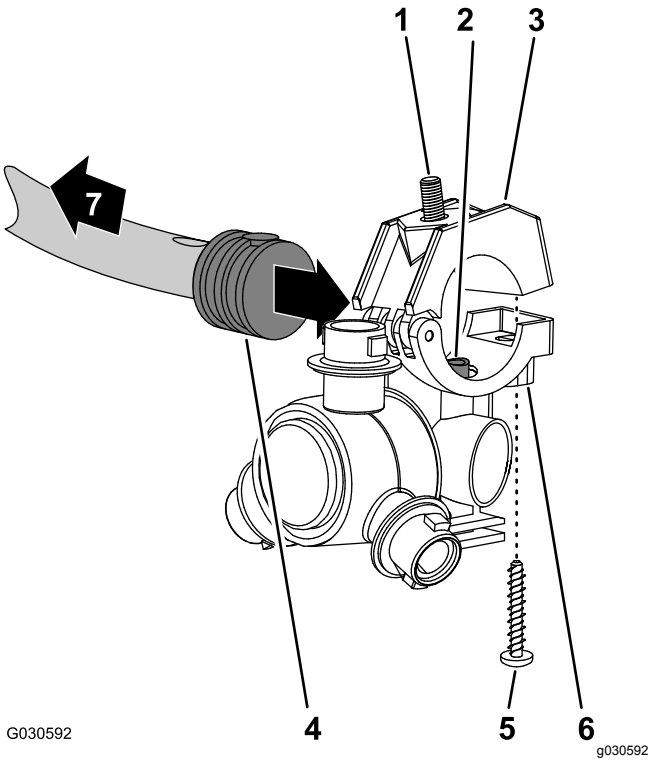

Rysunek 131
1. Ustaw rurę doprowadzającą w łożu dyszy zraszacza (Rysunek 131) równo z otworem z boku króćca węża z pojedynczym występem (½ cala).
2. Załóż górną część obejmy wokół króćca węża z występem i zamocuj część obejmy i korpus dyszy zraszacza (Rysunek 131) za pomocą śruby ze stali nierdzewnej (nr 12 x 1¼ cala). Dokręć śrubę ze stali nierdzewnej z momentem od 14 do 18 N·m.